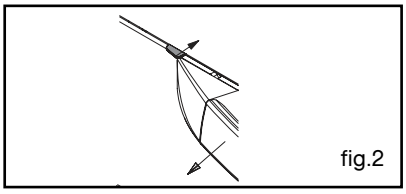

fig.2
- Tryck på spaken och öppna luckan (fig.2).